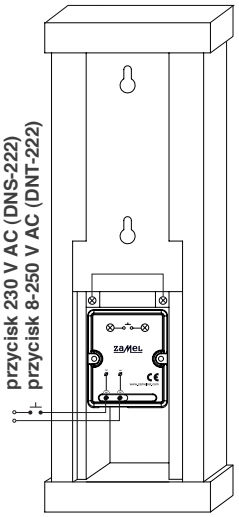

**Rys. 1**
1. Podłączenie tradycyjne (do istniejącej instalacji dzwonkowej) – rys.1,